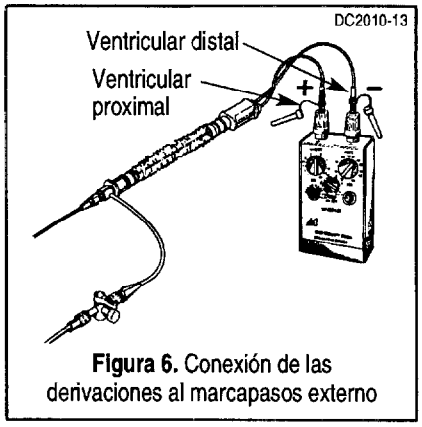

Figura 6. Conexión de las derivaciones al marcapasos externo
7. Conecte los electrodos distal y proximal a los terminales negativo y positivo del marcapasos, respectivamente (Figura 6), y determine el umbral de estimulación. En general, la presencia de un umbral de 1,0 - 2,0 mA indica la colocación apropiada del electrodo. Un umbral inicial superior a 5 mA indica una colocación incorrecta de la sonda, posiblemente en el tracto de salida del VD. Extraiga la sonda varios centímetros y vuelva a situarla en la punta del VD. Los mejores umbrales de estimulación se obtienen cuando 5 cm de la sonda aproximadamente, permanecen fuera del orificio VD. Habitualmente no se puede lograr una estimulación estable si permanecen fuera del organismo menos de 3 cm de la sonda.